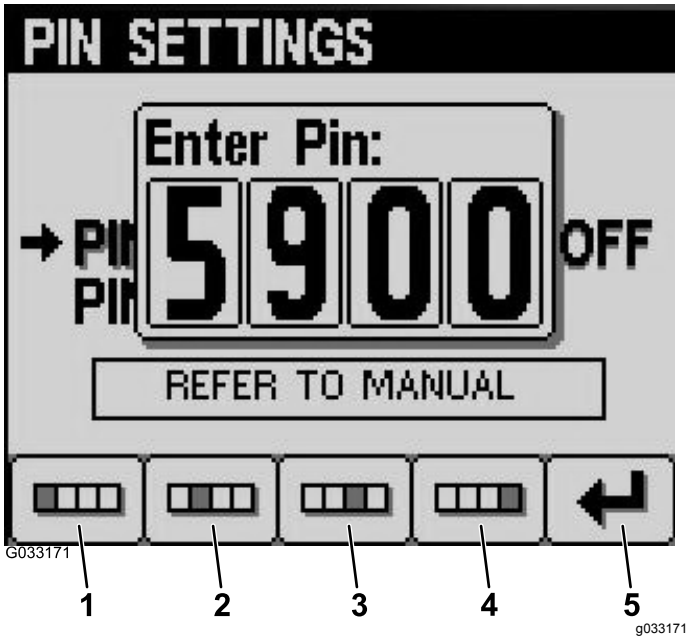

**Figur 23**
6. Ange standard-PIN, 5900, på skärmen Ange PIN-kod med knappar 1–4 för att välja siffrorna, och tryck på knapp 5 för att slutföra PIN-koden (Figur 23).